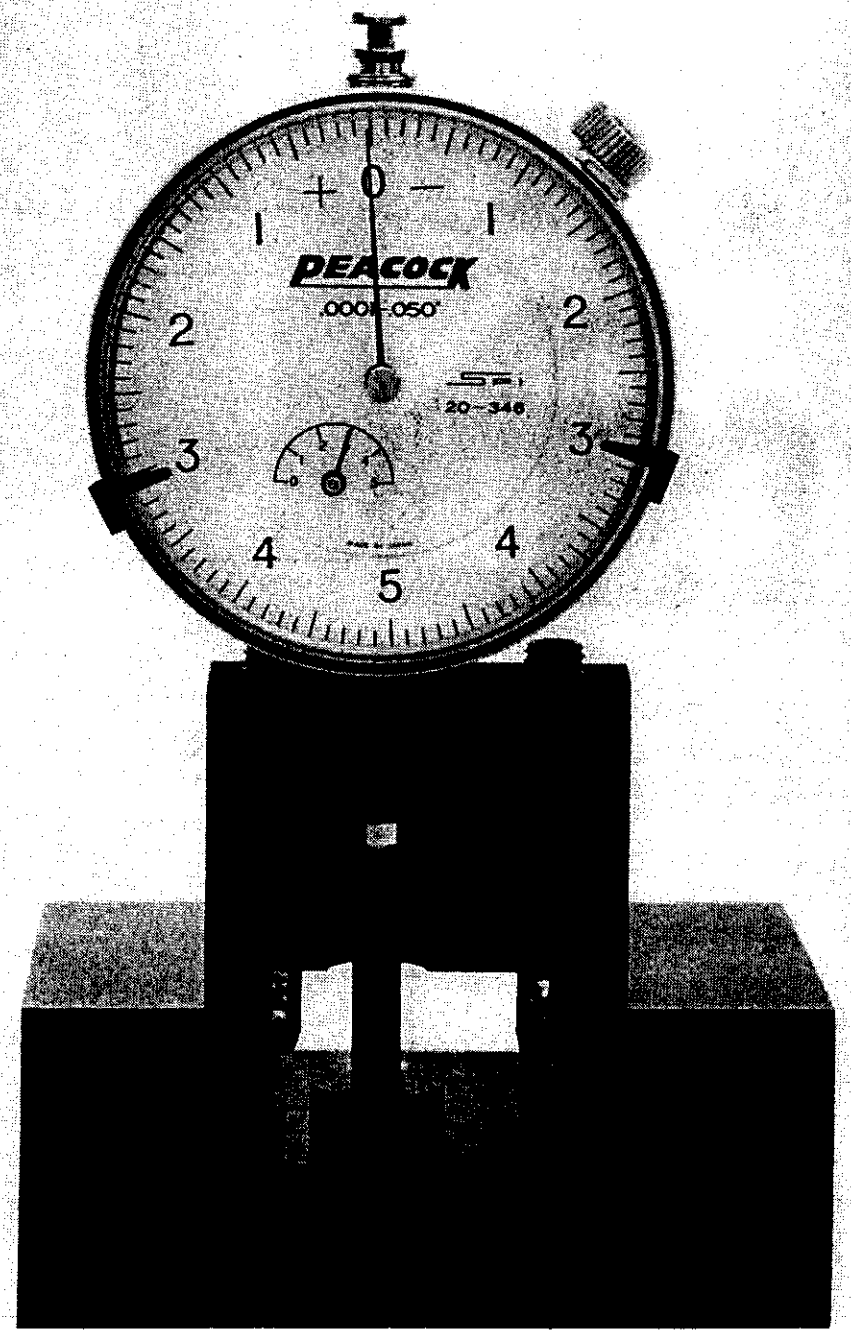

FIGURE 40. DIAL INDICATOR
b. Set up the penetration dial indicator on the penetration tool master. Check penetration tool to make sure it's indicating surfaces are clean and properly set; (long hand on zero and small hand on three) while it's resting on the penetration tool master. See Figure 40.